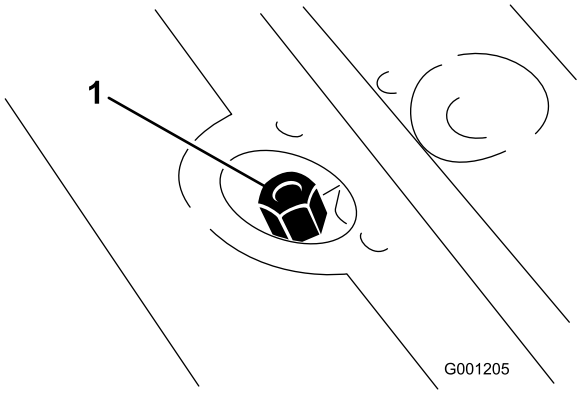

Figur 24
2. Fjern peilestaven (Figur 24), og tørk den med en ren klut. Skru peilestavlokket på påfyllingshalsen. Skru deretter av peilestaven igjen, og kontroller oljenivået. Hvis nivået ikke er innen 13 mm fra merket på peilestaven, fyller du på mer hydraulisk væske av høy kvalitet til nivået når opp til merket. Ikke fyll på for mye.